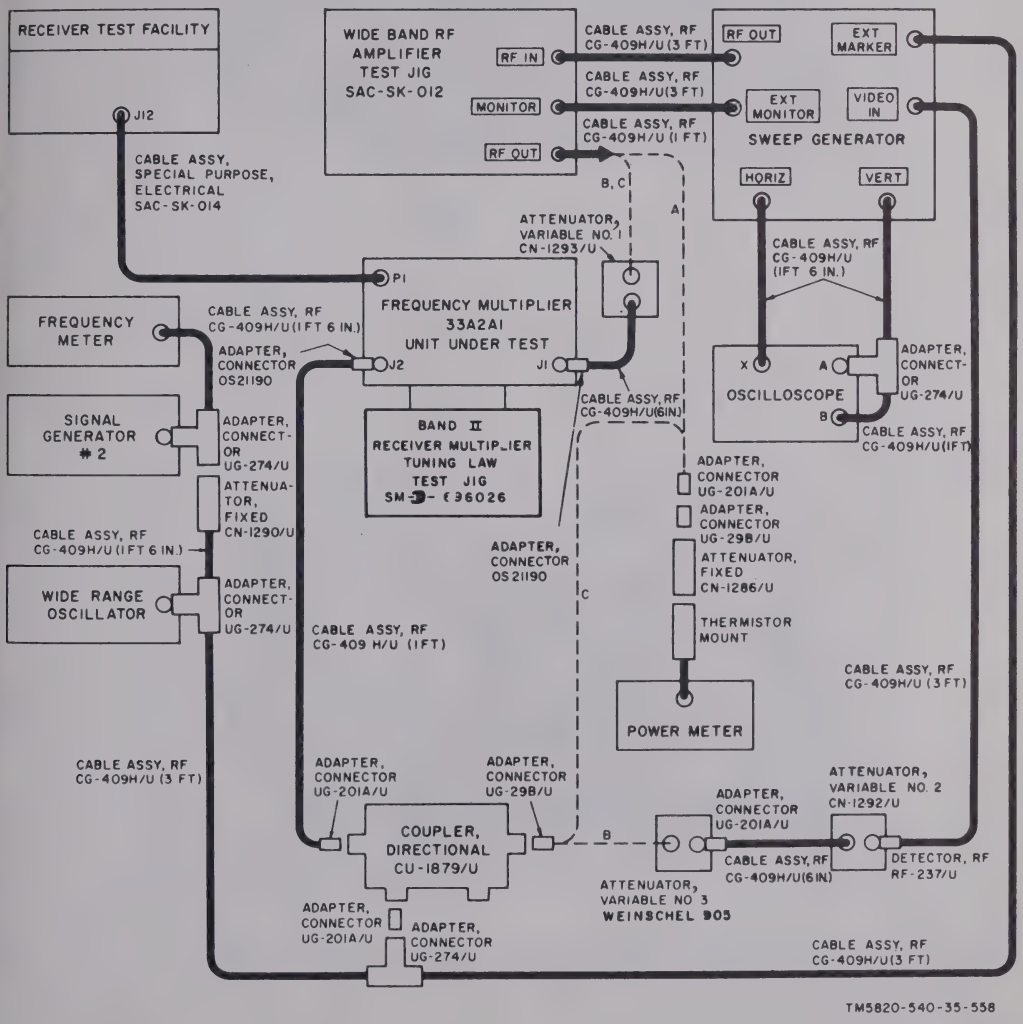

Figure 4–237. Frequency multiplier 33A2A1 tuning law, test setup.
(*a*) Connect the test equipment as shown in A, figure 4–236.
(*d*) Connect the test equipment as shown in B, figure 4–236.
(*f*) Connect the test equipment as shown in C, figure 4–236.
(*g*) Adjust C1 and L1 (fig. 4–238) on unit under test for minimum power over the frequency range. Vswr of the unit under test should not exceed 1.6:1.
1. Loosen the locking knob (fig. 4–236.1) on the tuning law test jig so that the shaft can be rotated independently of the calibrated dial.
(*b*) Connect the test equipment as shown in A, figure 4–237. Set variable attenuators No. 1 and No. 2 to 0 db and No. 3 to MIN. Set the oscilloscope display selector to channel B.
(*d*) Connect the test equipment as shown n B, figure 4–237. Set variable attenuator No. 1 o 2 db.
(*e*) Using the adjusting knob on the tuning law test jig, adjust the variable capacitor C2 and C3 (fig. 4–238) on the unit under test for maximum capacitance as determined visually (capacitor blades fully meshed).
(*m*) Connect the test equipment as shown in C, figure 4–237.
(*o*) Connect the test equipment as shown in B, figure 4–237.